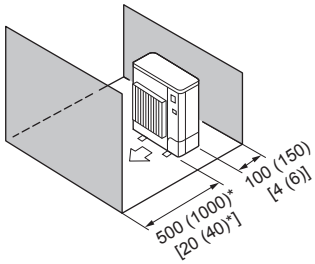

Fig. 2-10
⑤ Obstacles uniquement à l’avant et à l’arrière (Fig. 2-10)